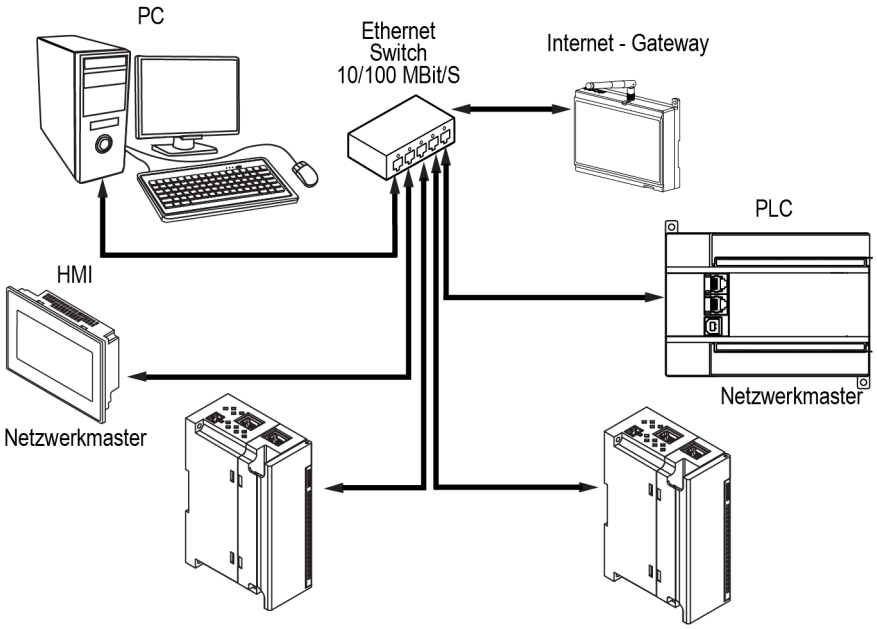

Abb. 4.11 Stern-Verbindung
– Stern-Netzwerk (*Abbildung 4.11*),